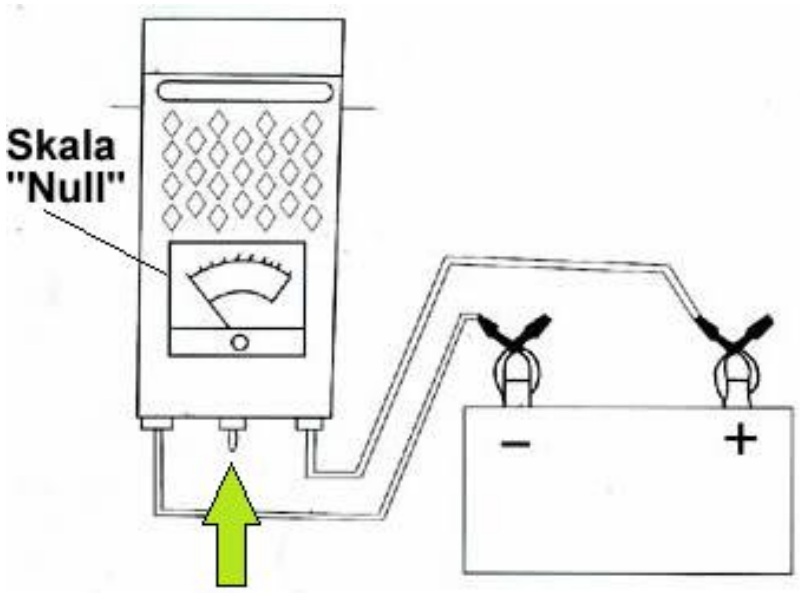

Abbildung 1
- Prüfen Sie ob die Anschlussklemmen richtig mit der Batterie verbunden sind (siehe Abbildung 1).